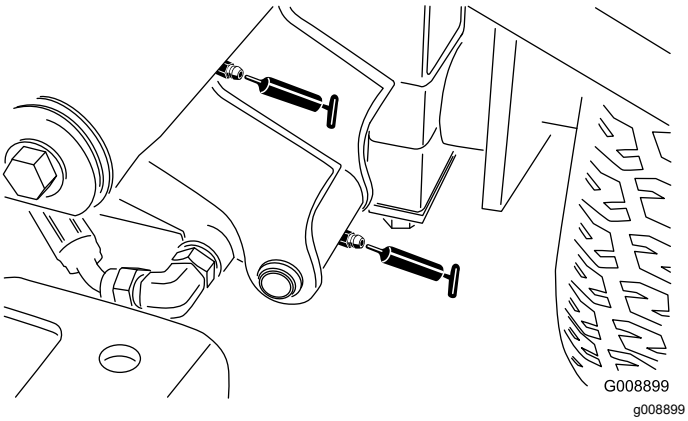

**Figur 50**
- Venstre fremre løftearmstapp og løftesylinder (2) (Figur 50)